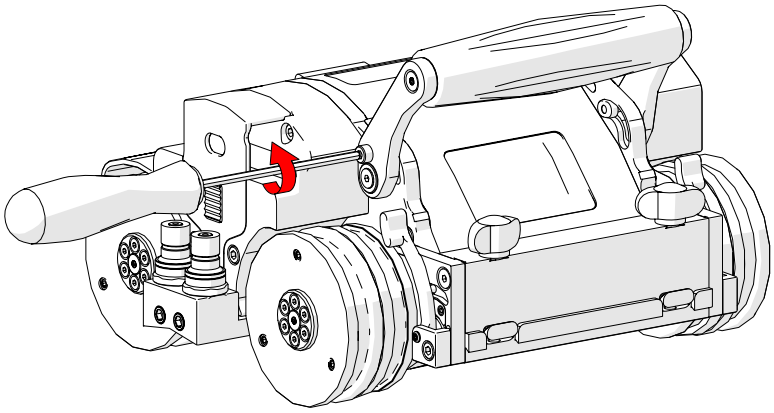

Fig. 86 - Unscrew handle lock screw
1. To lower the handle, use the supplied 3 mm driver to loosen the handle lock screws on either side of the handle *(Fig. 86)*.